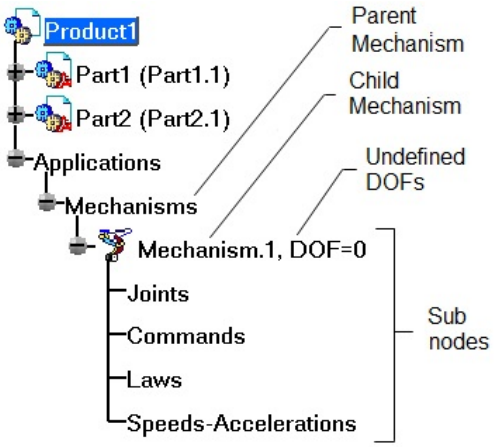

***Figure 16-1** The Specification tree showing all joints and commands*
3. Now, you need to start a new mechanism. To do so, choose **Insert > New mechanism** from the menu bar; the **Mechanism.1** node will be created under the **Mechanisms** node, this, in turn, is a sub node of the **Applications** node in the Specification tree. The **Mechanisms** node is called the parent mechanism node. One product can have multiple mechanisms. Therefore, a parent mechanism can have multiple child mechanisms. These nodes are known as child mechanisms. For creating a mechanism, you need to create joints and commands, define all degrees of freedoms (DOFs) for each part, and make one part fixed. On doing so, all joints and commands used for creating the mechanism will be listed automatically under their respective nodes as the **Joints** and **Commands** sub nodes. Also, all undefined DOFs will be displayed beside the child mechanism node, see Figure 16-1.